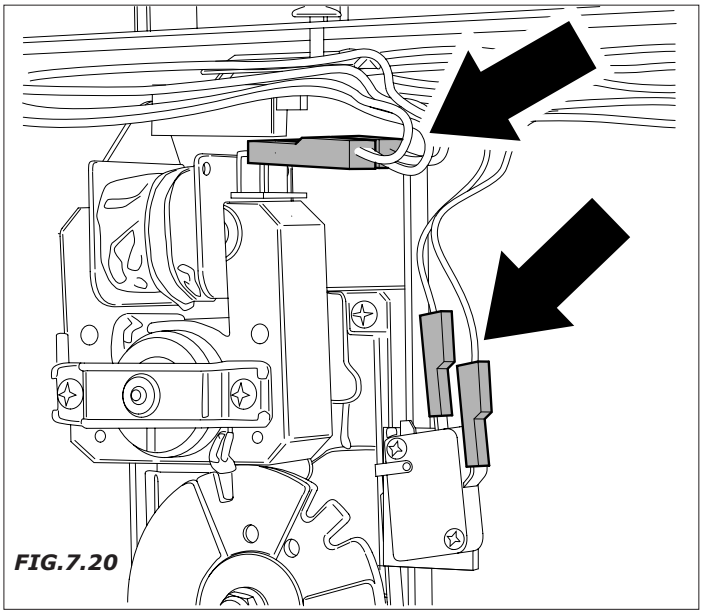

FIG.7.20
- Desconecten las conexiones eléctricas del motor y del micro (fig. 7.20)